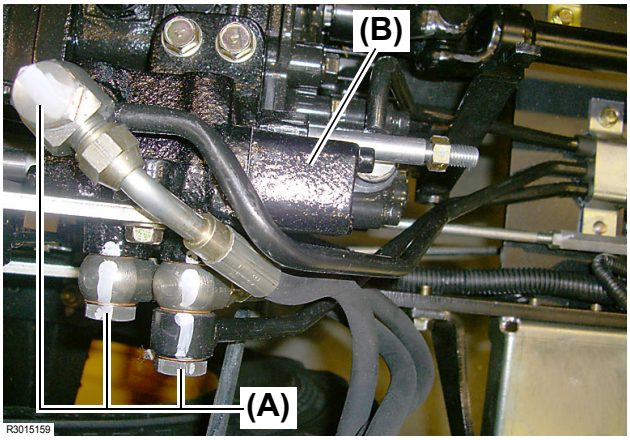

Fig. 8
7. Remove the pipe fittings **(Fig. 8, (A))** and disconnect each hydraulic line having been connected to the control valve **(Fig. 8, (B))**.